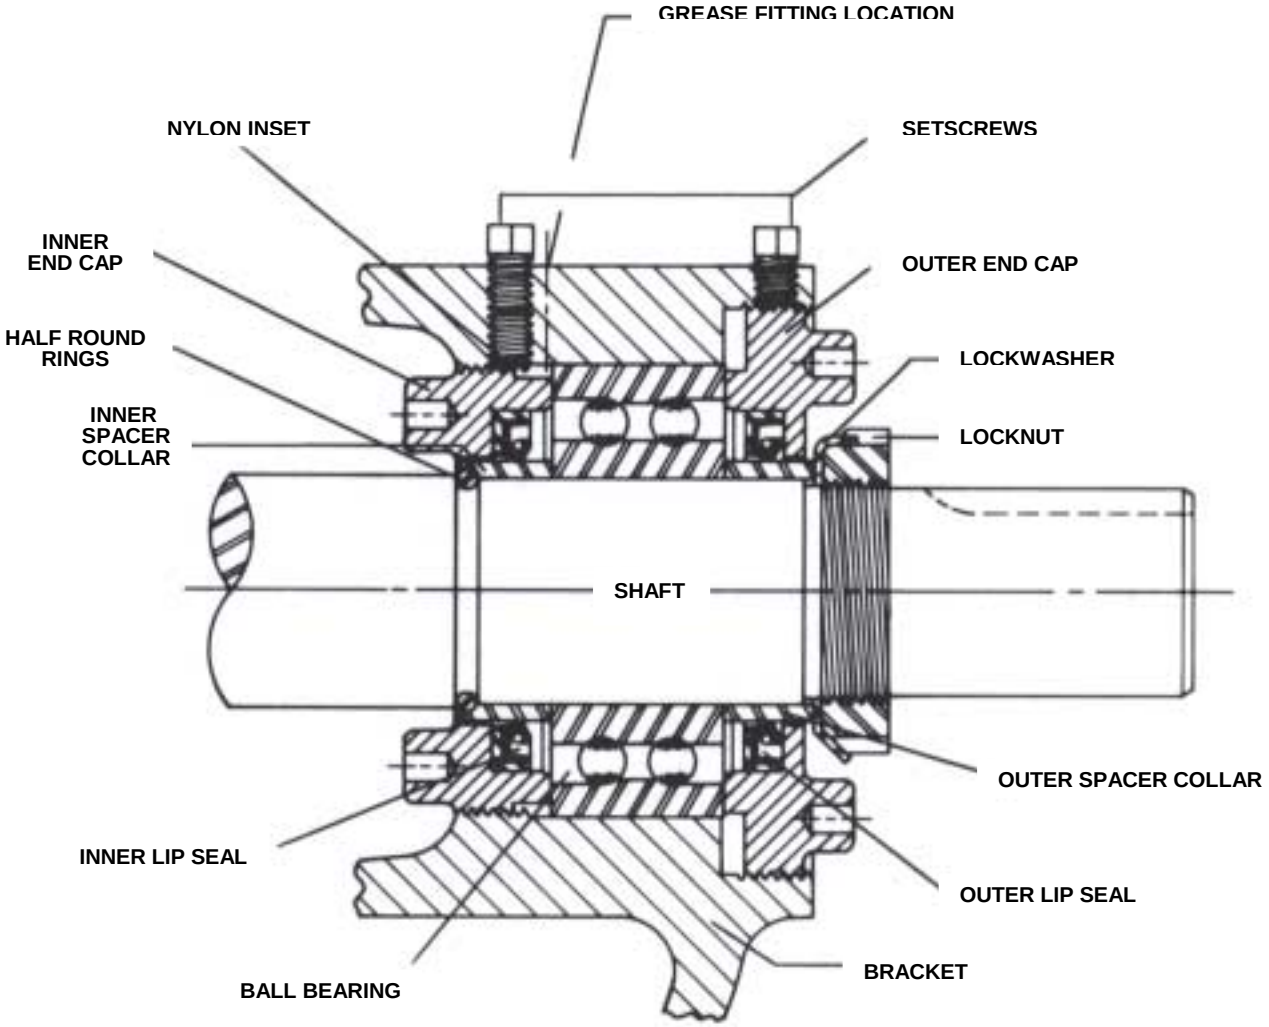

FIGURE 5
8. Loosen four setscrews over the inner and outer end caps. Remove both end caps with lip seals, spacer collars and ball bearing. **Refer to Figure 5.**
Place pair of half round rings on shaft and slide inner bearing spacer collar over half round rings to lock them in place. There is no pair of half round rings on Q, QS and M size pumps. **Refer to Figure 5,** page 5.
8. Press lip seal, lip facing end of shaft, in inner end cap and insert end cap through shaft end of bracket. Turn end cap clockwise, looking at shaft end, until it engages threads. End cap spanner wrench holes must be facing rotor. Turn end cap with spanner wrench until it projects slightly from opening on side of bracket. End cap must not be turned so far that lip seal drops off end of spacer collar on shaft or end cap becomes disengaged from threads. **Refer to Figure 5,** page 5.
10. Press lip seal, lip facing end of shaft, in outer end cap and insert end cap in bracket. Turn end cap in bracket until it is tight against bearing. **Refer to Figure 5,** page 5.
11. Put lockwasher and locknut on shaft. Insert length of hardwood or brass through port opening between rotor teeth to keep shaft from turning. Tighten locknut to 120-150 ft.– lbs. Torque (LS) or 170-190 ft. – lbs. Torque (Q, QS, M). Bend one tang of lockwasher into slot of locknut. If tang does not line up with slot, tighten locknut until it does. Failure to tighten locknut or engage lockwasher tang could result in early bearing failure and cause damage to rest of pump.